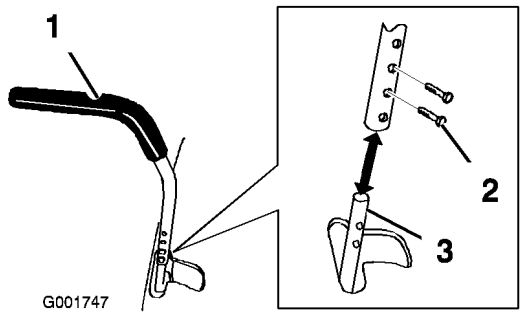

Figure 7
1. Position the control lever to the desired height and align with the holes in the control lever shaft (Figure 7).
2. Install 2 bolts (1/4 x 3/4 inch) into the control lever and shaft (Figure 7).